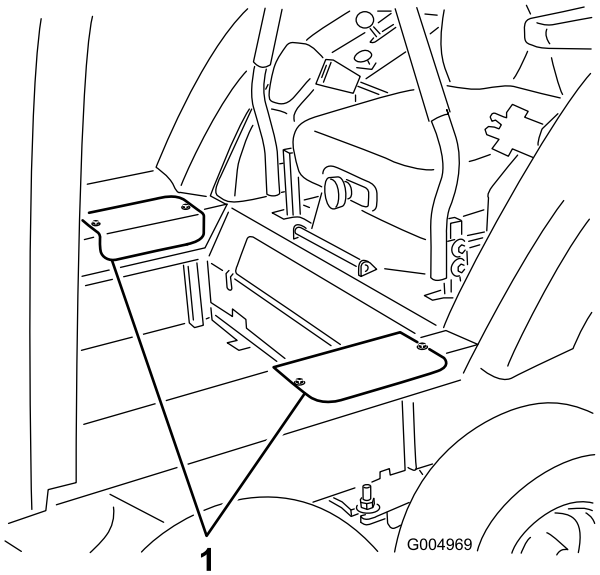

Figur 122
52. Monter sideadgangsdækslerne med skruerne, der blev fjernet tidligere (Figur 122).